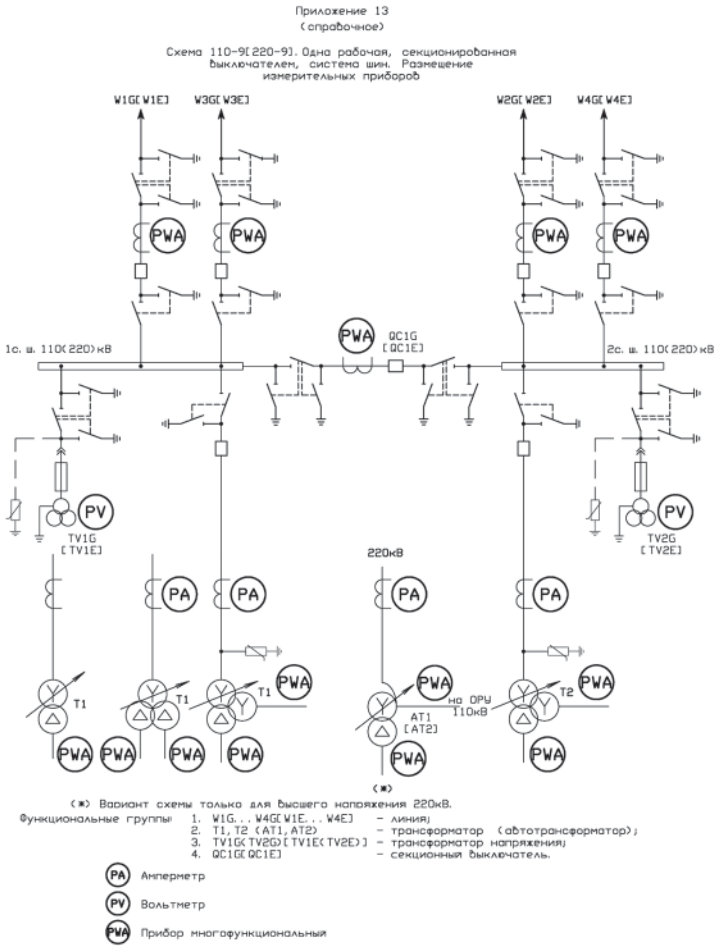

Рис. 4. Размещение измерительных приборов на подстанции 110 (220) кВ с одной системой шин, секционированной выключателем
17) одна секционированная выключателем система шин 10 (6) кВ;
18) две секционированные выключателями системы шин 10 (6) кВ;
19) четыре одиночные секционированные выключателями системы шин 10 (6) кВ;
20) схемы подключения комплектной конденсаторной установки 10 (6), 35 кВ для автоматического регулирования (компенсации) реактивной мощности в сети.
В качестве примера на рис. 4 показана схема распредустройства 110 (220) кВ с одной системой шин, секционированной выключателем.